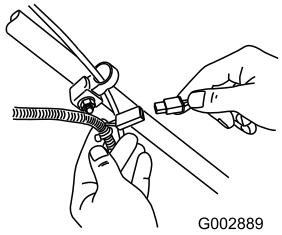

Bild 24
1. Schließen Sie das Ladegerät an den Kabelbaum des Rasenmähers an, der sich unter dem Zündschloss befindet (Bild 24).